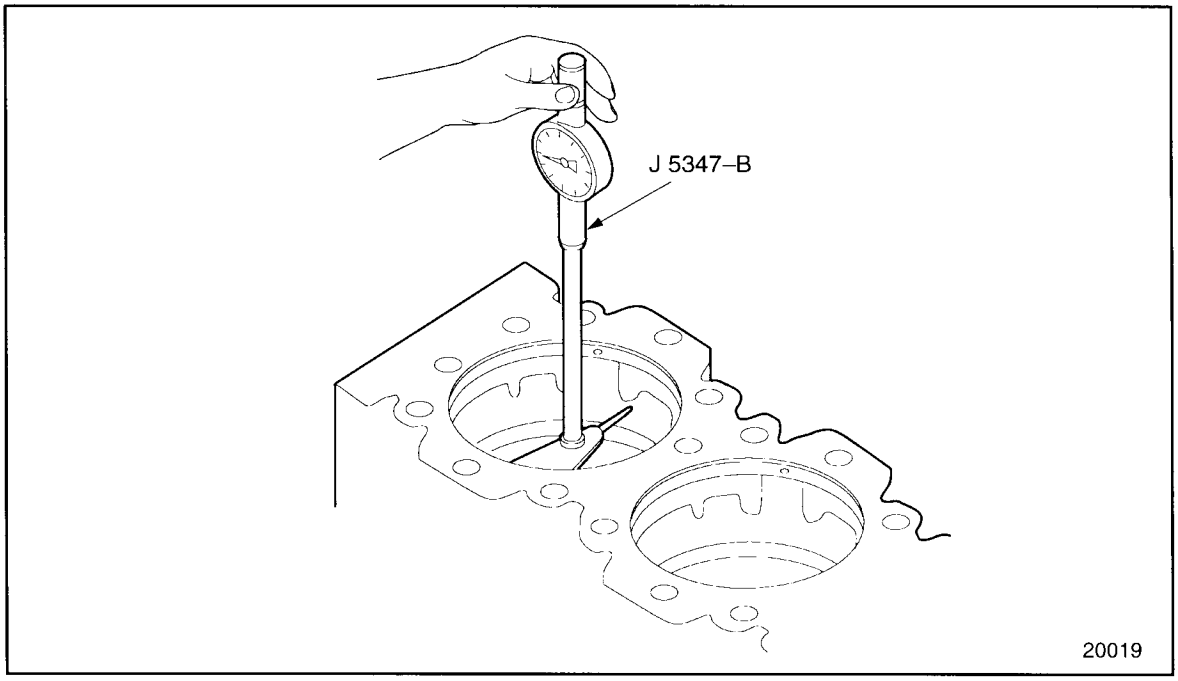

Figure 1-12 Gaging Cylinder Bores
2. Measure the bore of each cylinder with cylinder bore gage, J 5347-B, which has a dial indicator calibrated in 0.0001 in. increments. See Figure 1-12.